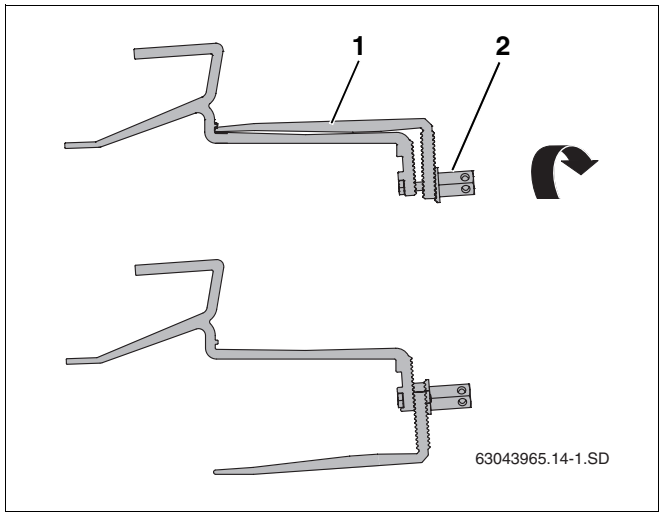

Abb. 12 Dachhaken-Unterteil drehen
- Lange Sechskantmutter (Abb. 12, **Pos. 2**) am Dachhaken lösen und das Unterteil des Dachhakens (Abb. 12, **Pos. 1**) in die richtige Position bringen.